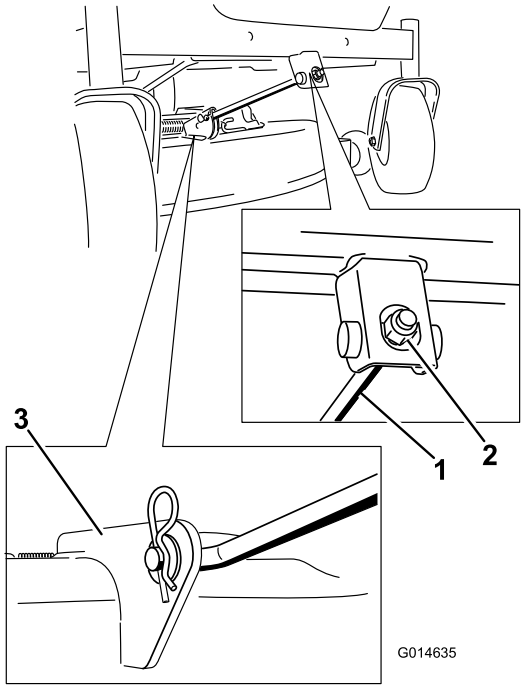

Figur 67
4. Ta bort hårnålssprinten från den främre stödstången och ta bort stången från däckfästet (Figur 67). Sänk ned klipparens front försiktigt till marken.
6. Fäst den främre stödstången vid klippardäcket med hårnålssprinten och sprintbulten (Figur 67).